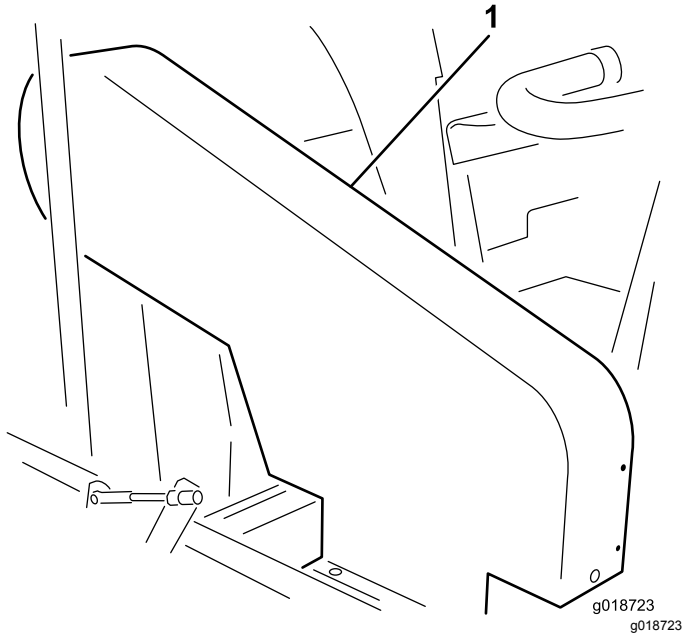

Figur 19
Merk: Det er ikke nødvendig å fjerne det øvre remvernet (Figur 19) for å kontrollere remspenningen. Hvis du fjerner remvernet, fjern de fore boltene, skivene og mutterne som fester verneplaten til rammen. Ikke bruk maskinen uten at verneplatene er på plass.
Kontroller hvor stram remmen er ved å presse midt på spennet mellom viftehjulet og clutchskivene med en kraft på 18–22 N. Remmen skal gi etter 1,3 cm. Hvis svikten er feil, se Justere viftehjulsdrivremmen (side 22). Hvis svikten er korrekt, fortsett normal drift (Figur 19).
Kontroller hvor stram remmen er ved å presse midt på spennet mellom jekkakselen og clutchskivene med en kraft på 18–22 N. Remmen skal gi etter 6 mm. Hvis svikten er feil, se Justere jekkakselremmen (side 23). Hvis svikten er korrekt, fortsett normal drift (Figur 19).
1. Fjern de fire boltene, skivene og mutrene som fester det øvre dekselet til rammen (Figur 19).